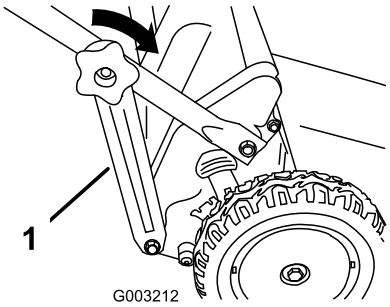

Figur 6
5. Monter håndtagsbeslagene (Figur 6) på siderne af det nederste håndtag.